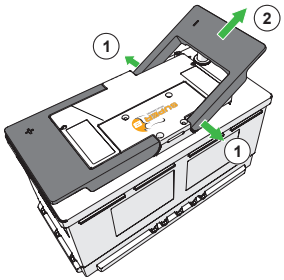

Figure 10. Enlever les poignées en les tirant vers l'extérieur.
b) Enlever les poignées en les tirant vers l'extérieur (figure 10).